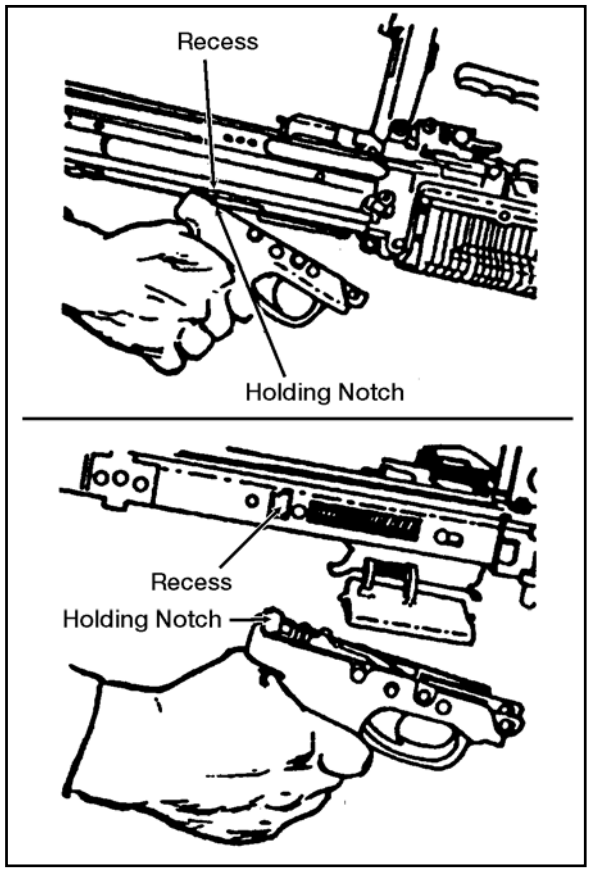

Figure 071-312-3025-8. Trigger mechanism group
(1) Slide the trigger mechanism slightly forward.
(2) Rotate the front of the trigger mechanism housing down.
(3) Remove the trigger mechanism (figure 071-312-3025-8).